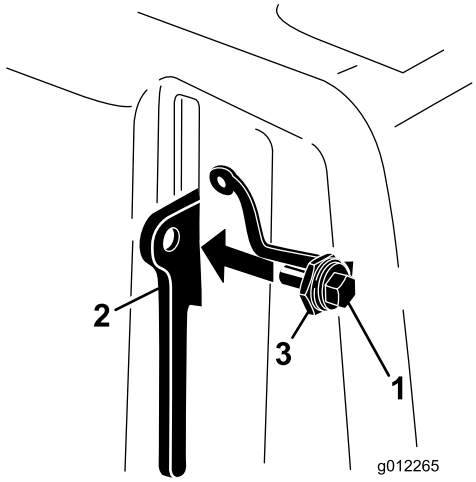

Figura 11
3. Aperte o parafuso na alavanca de bloqueio da cobertura da correia (Figura 11).